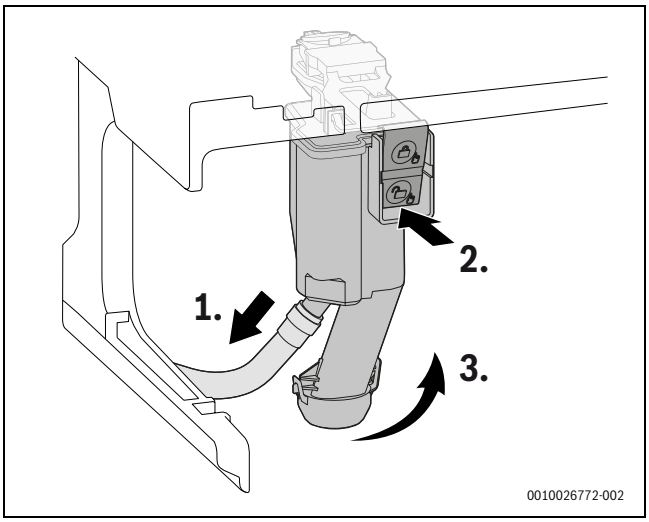

Rys. 191 Demontaż syfonu kondensatu
- Zdemontować syfon kondensatu z urządzenia (→ rys. 191, str. 91).